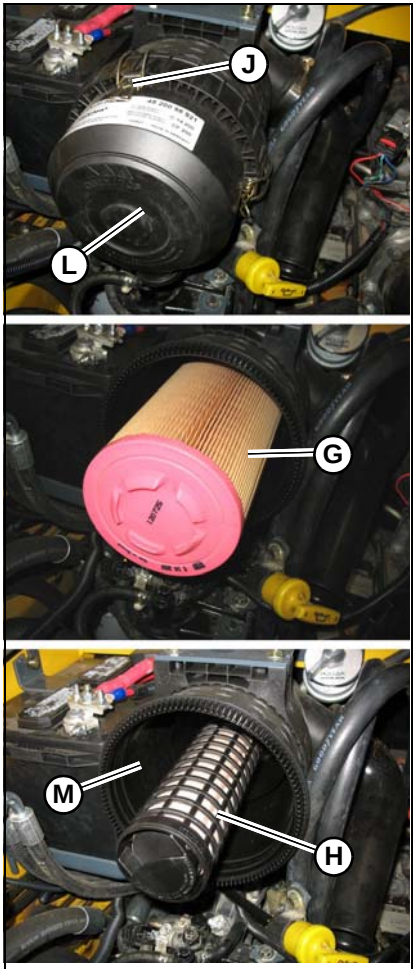

Figure 101 – Engine Air Cleaner
3. Unlatch clamps (J, Figure 101) on the air cleaner housing and remove the air filter cover (L).
5. Carefully remove the outer filter element (G).
6. Clean dirt from inside the air filter housing (M).